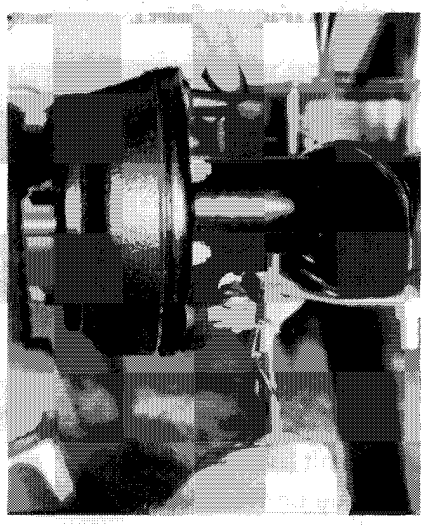

Figure 6-14
3. Remove cotter pins, brake cable clevis pins, cable retaining clips and disconnect brake cables **(Figure 6-14)**.